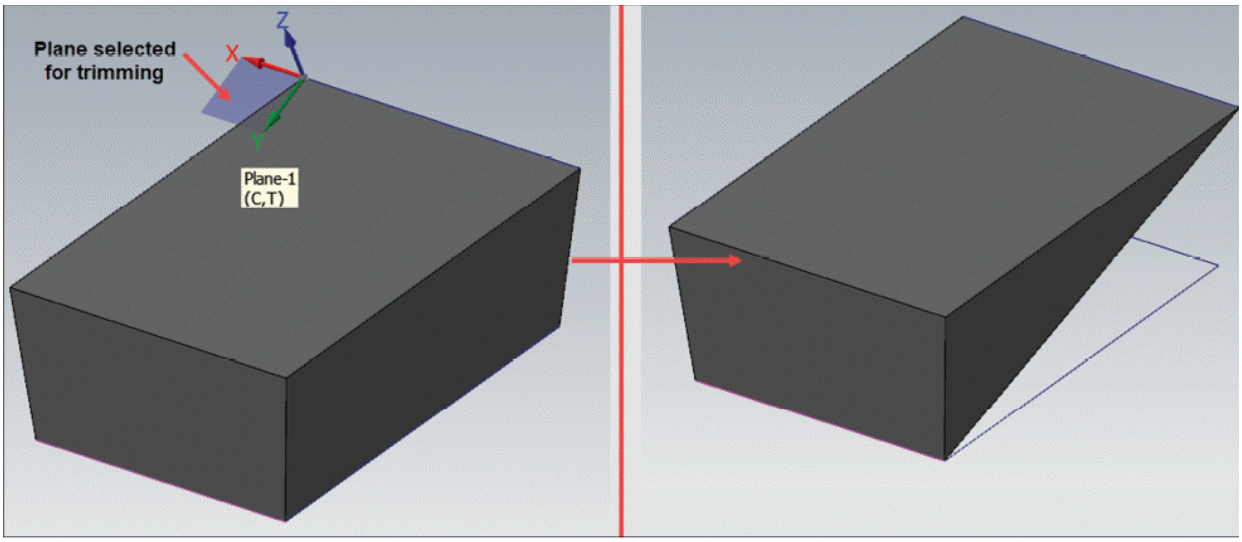

Figure-75. Preview of trimmed solid using plane
- Select desired intersecting plane from the dialog box and click on the **OK** button. Preview of trimmed solid body will be displayed; refer to Figure-75.